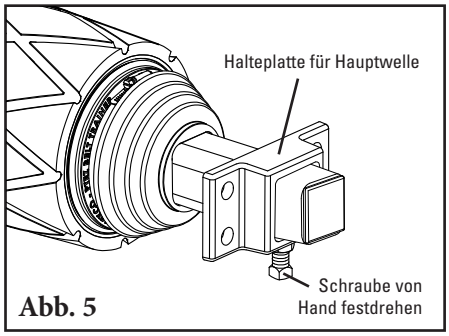

Abb. 5
5. **Die Halteplatten für die Hauptwelle aufschieben.** Für spätere Einstellung die Schrauben von Hand festdrehen (Abb. 5).